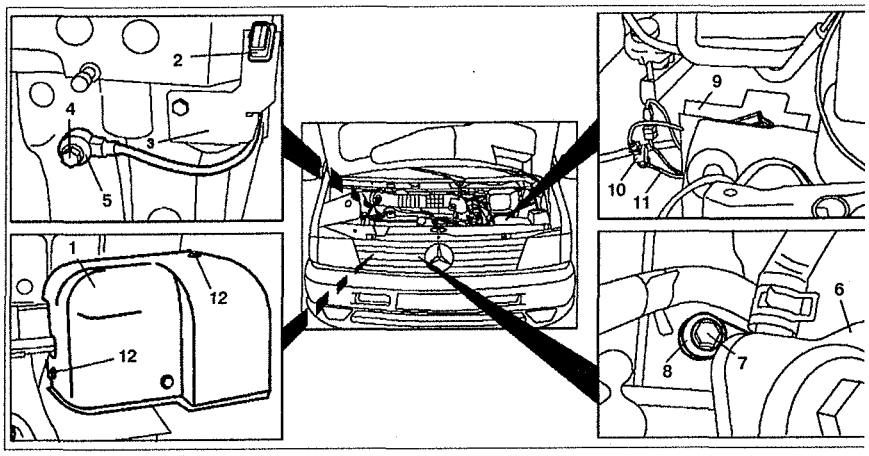

Рис. 3.52. Датчики детонации:
1. Отсоедините разъем **2** и снимите кронштейн **3** (см.рис.3.52).